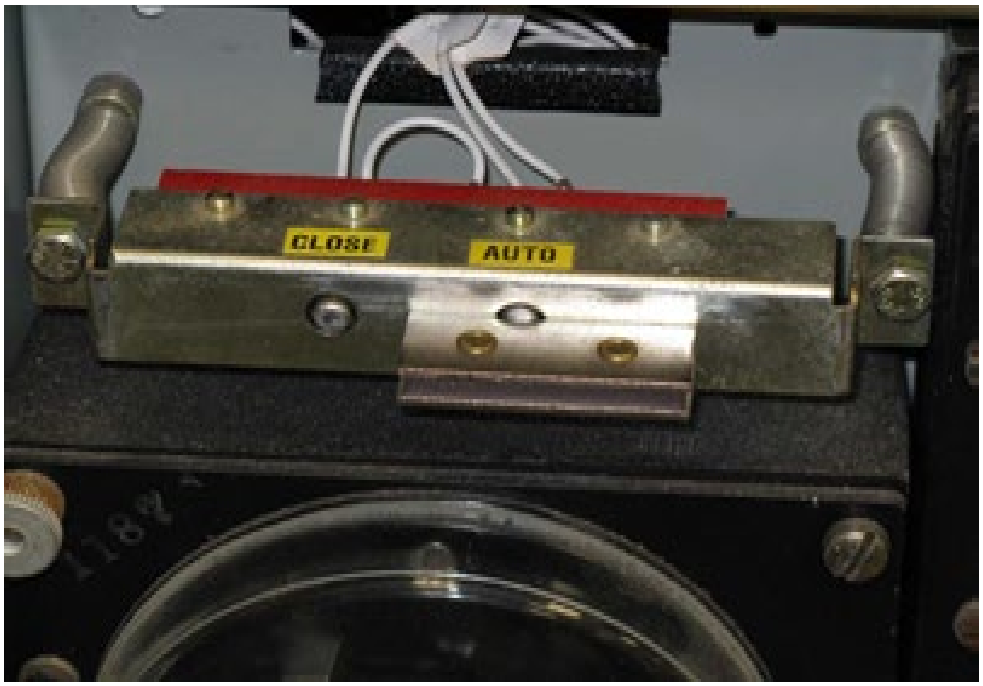

Figure 8 – Magnet Placed Over AUTO Button
3. Place a magnet over the Auto button on the JA – JA bracket. See Figure 8